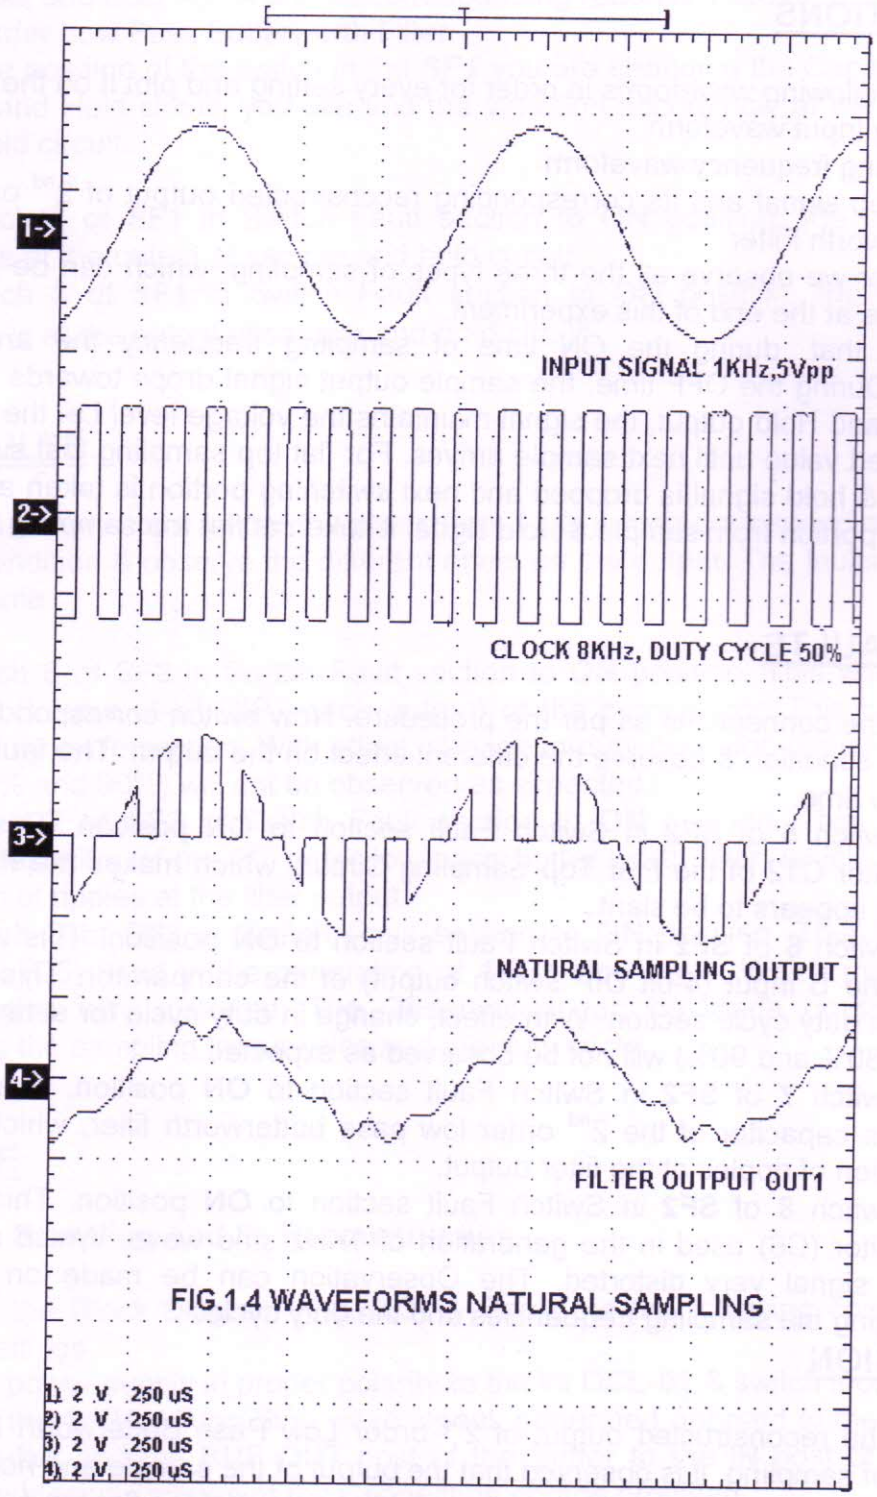

FIG.1.4 WAVEFORMS NATURAL SAMPLING
7. Connect the **OUT** post of the Natural sampling block to the input **IN1** post of the 2nd Order Low Pass Butterworth Filter and take necessary observation as mentioned below. (Fig. 1.4)